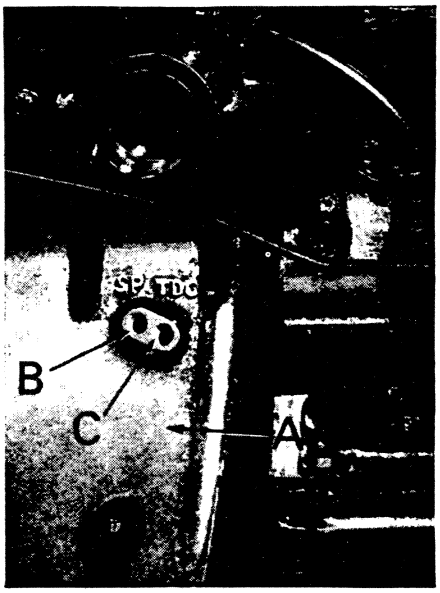

Figure 17. ENGINE TIMING APERTURE
2. Insert the timing pointer through the SP hole in the flywheel housing (Fig. 17) and slowly turn the engine until the pointer drops into the flywheel indentation. This is the static timing position.